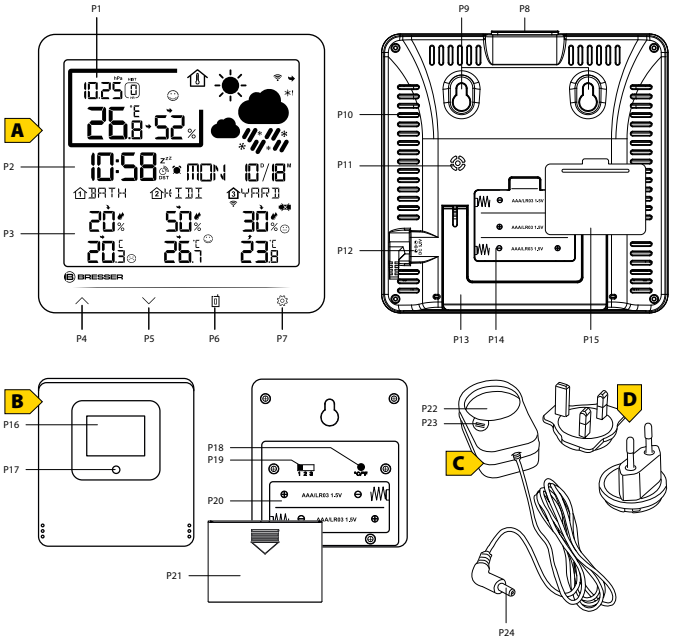

Fig. 1: Alle Teile der Basisstation (oben), der Sensoren (unten links) und des AC-Netzadapters (unten rechts) in der Übersicht.
Teileübersicht und Lieferumfang (Fig. 1) 8
3. Teileübersicht und Lieferumfang (Fig. 1)